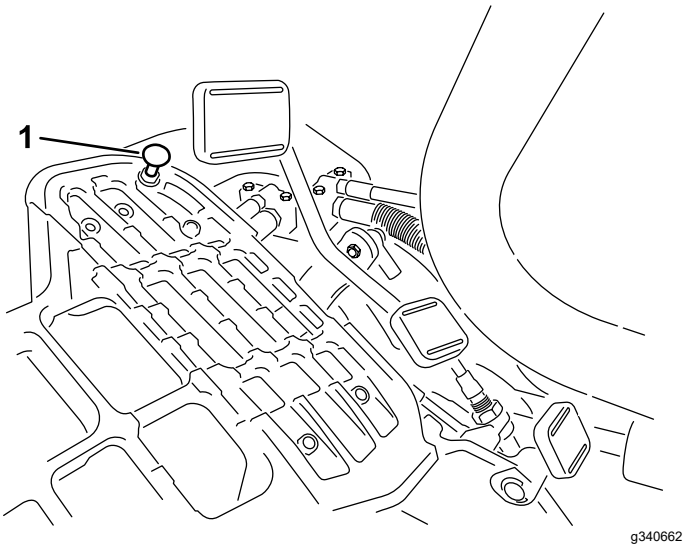

**Figuur 39**
Om de maximale transportsnelheid te verkrijgen, moet u de schakelhendel in de TRANSPORTSTAND zetten en het tractiepedaal intrappen. Als het pedaal contact maakt met de pedaalaanslag (Figuur 39) voordat u spanning op de kabel voelt, voer dan de volgende afstelprocedure uit:
1. Zet de schakelhendel in de TRANSPORTSTAND en draai de borgmoer los waarmee de pedaalaanslag is bevestigd aan de vloerplaat (Figuur 39).